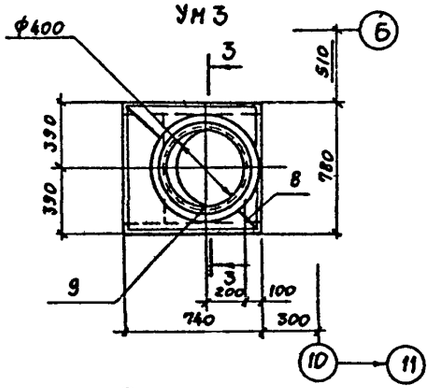

Рис.1
2. Анкера закладных изделий поз. 6 и 8 при установке согнуть по рис. 1.